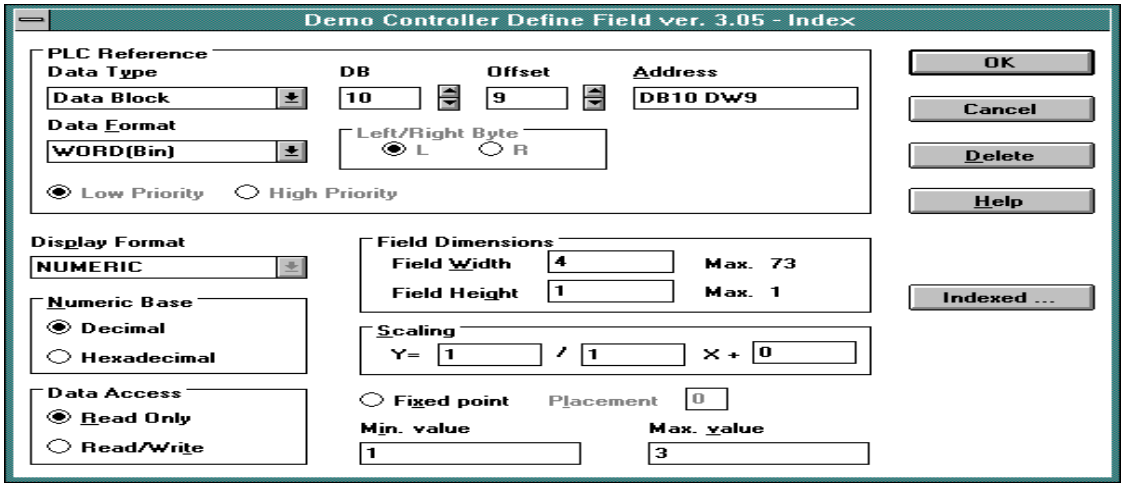

Figure 1
3. This will bring up a define field dialog box. The top portion of this dialog box is controller specific. The address we are using is DB10 DW9 and can be entered in this area of the dialog box. Since the values written into this memory location will be between 1 and 3, we can enter these as the minimum value and maximum value, respectively. This field needs to be a read only field, because we have the controller set up so that it will write the numeric value of the current state (either a 1, 2, or 3) into this location. A screen capture of this dialog box is shown in Figure 1.